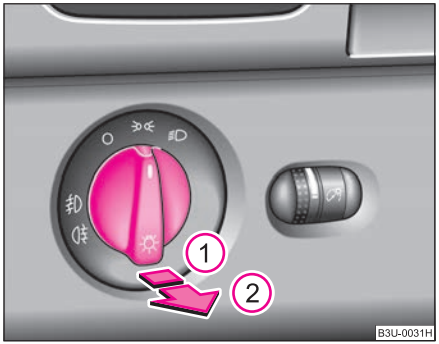

Fig. 36 Dash panel: Light switch
– First of all turn the light switch into position ≡D or ≡D ⇒ fig. 36.
– Pull the light switch into position (1).
– Pull the light switch into position (2).